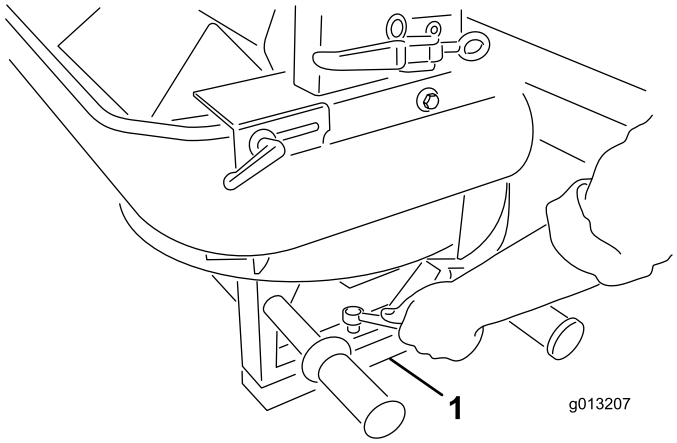

Figura 6
5. Remova os quatro parafusos das pernas do rotor duplo. Com a ajuda de um colega, eleve o rotor duplo e retire os pernos da embalagem e a espuma da embalagem (Figura 6).